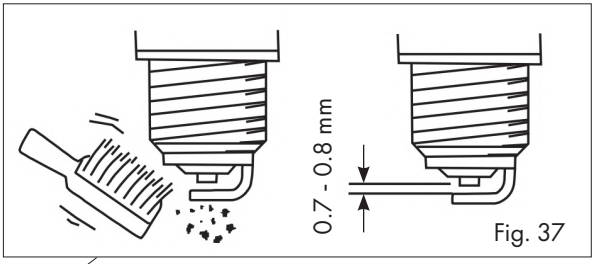

Fig. 37
- Check the electrode gap and, if necessary, readjust to the target value of 0.7-0.8 mm, Fig. 37.